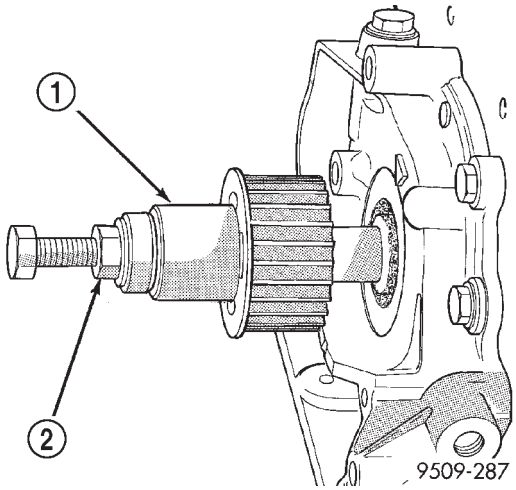

Abb. 107 Kurbelwellenrad—Einbau
(7) Kurbelwellenrad mit Spezialwerkzeug 6792 einbauen (Abb. 107).
(8) Ölansaugleitung und Ölwanne einbauen.
(9) Hintere Zahnriemenabdeckung und Nockenwellenrad einbauen.
(10) Steuerriemenspanner, Steuerriemen und vordere Steuerriemenabdeckung einbauen.
(11) Kurbelwellendämpfer einbauen.
(12) Motorgehäuse mit geeignetem Öl bis zum vorgegebenen Füllstand befüllen.
(13) Batterie-Minuskabel (-) anschließen.